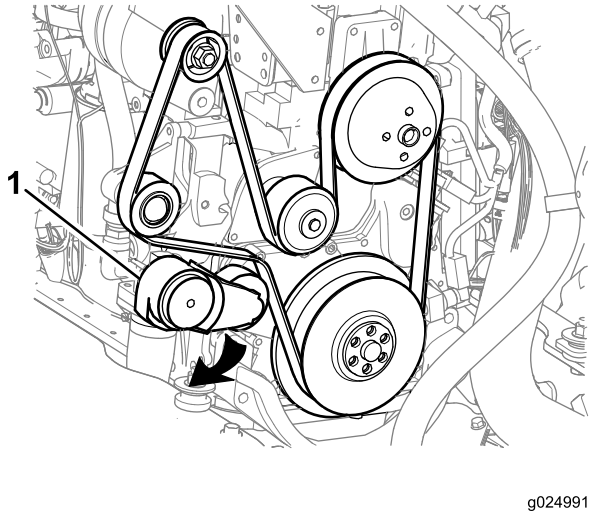

Figure 105
2. Détendez la courroie en tournant le tendeur de courroie dans le sens horaire (Figure 105).
1. Acheminez la courroie sur les poulies, mais ne l'installez pas sur le tendeur (Figure 105).